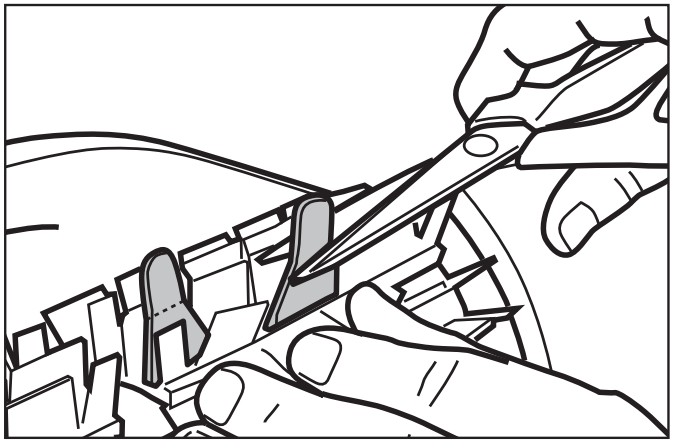

Figure 20. Couper les onglets
5. Utilisez une paire de ciseaux pour couper les languettes à 3/4 pouce du talon, de sorte qu'elles ne soient pas plus hautes que la lame de nettoyage (Figure 20).